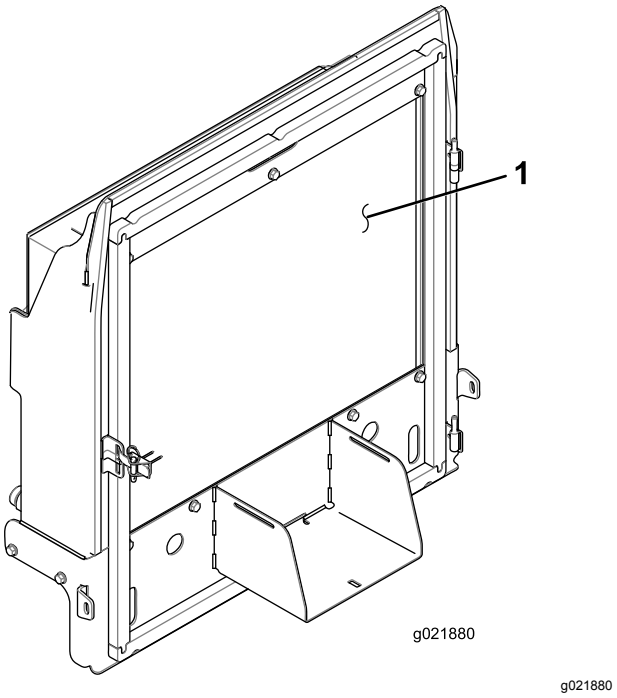

**Figur 85**
4. Rengör noga på båda sidor om kylaren/oljekylaren med tryckluft (Figur 85).